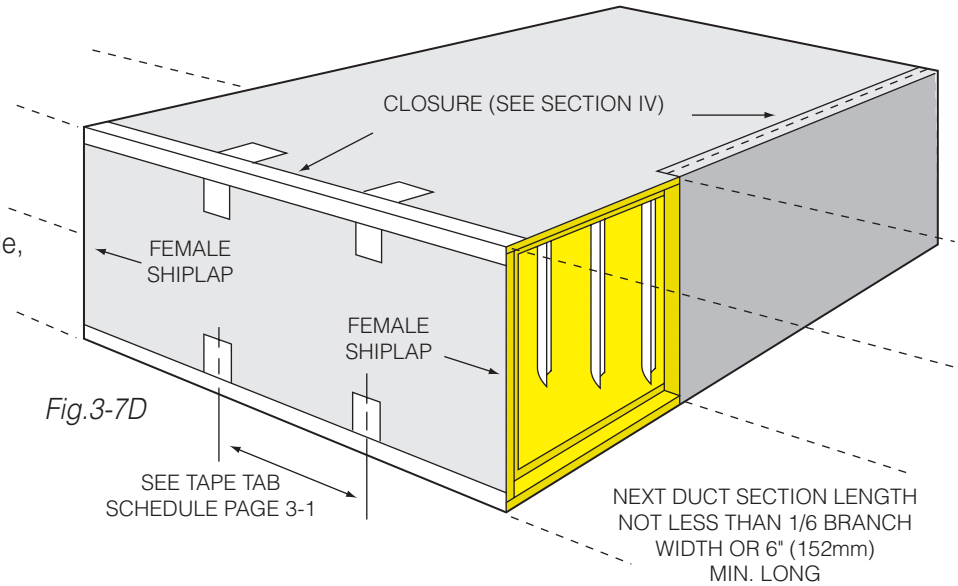

Fig.3-7D
5. Close fitting and staple longitudinal seam (Fig. 3-7D).
6. Fabricate end cap with two female shiplaps. Install in end of fitting and apply tape tabs per Tape Tab Schedule, Page 3-1. Close fitting and staple longitudinal seam (Fig. 3-7D).